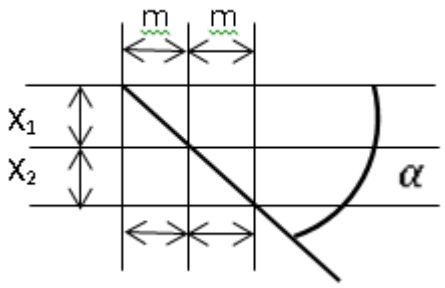

Рисунок 4 – Определение угла падения (α) графическим и аналитическим способом
Рис. 4. Геологическая интерпретация геоэлектрического разреза: 1- четвертичные отложения; 2- граниты; 3- зоны обводнённых разломов; 4- граница многолетнемёрзлых пород; 5- скважины
– угол падения (α) определяют по формуле: α=arctg x/m (рис.4), или графически с помощью транспортира (рис.4).